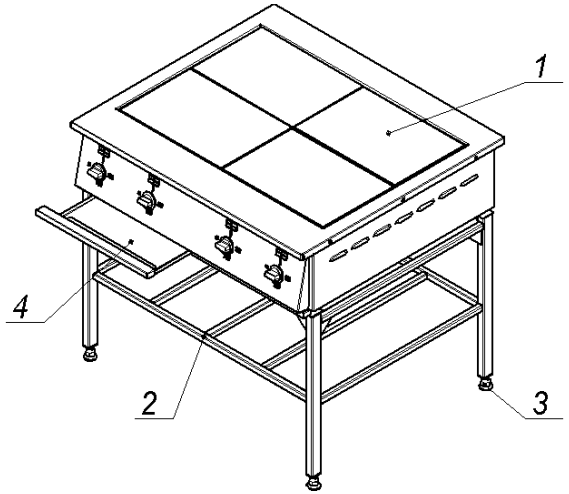
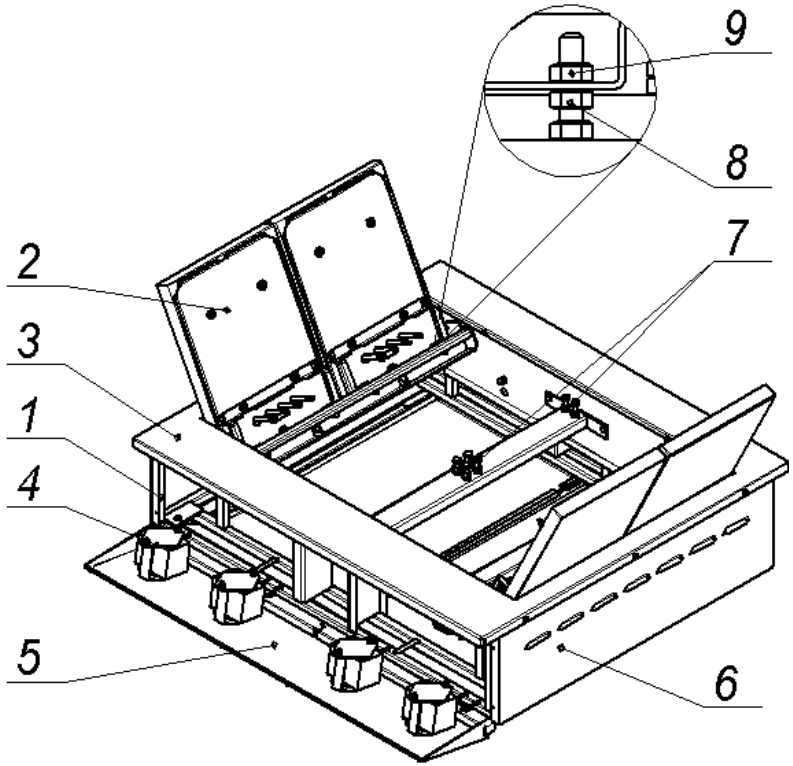

Рис.1
Рис. 2
4.3 Собственно плита (рис.2) установлена на каркасную раму (рис.1, поз.2) и состоит из каркаса (поз.1), с закреплёнными на нём 4-мя конфорками (поз.2), столом (поз.3), облицовочными (поз.6) и приборной панелью (поз.5).
4.3.3 Для обслуживания и санитарной уборки, плита оборудована (см. рис.1) выдвижными поддонами (поз.5), так же обеспечен (см. рис.2) свободный доступ к внутренним поверхностям плиты:
- эксплуатировать плиту без выдвижных поддонов (рис.1, поз.4);
7.2 Установите рукоятки переключателей мощности конфорок (рис.2, поз.4) в положения I, II или III (должны загореться сигнальные лампы) в зависимости от требований технологии тепловой обработки продуктов.
7.5 После окончания приготовления продуктов отключите напряжение, подаваемое на нагревательные элементы конфорок, установив рукоятки переключателей конфорок (рис.2, поз.4) в положение «0» (сигнальные лампы должны погаснуть).